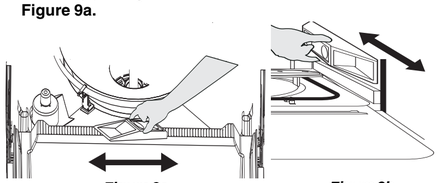

Figure 9a *Figure 9b*
6. Remove lower rack to check that dishwasher is level from side to side by placing a level on the bottom of the inner door. **See Figure 9a.**